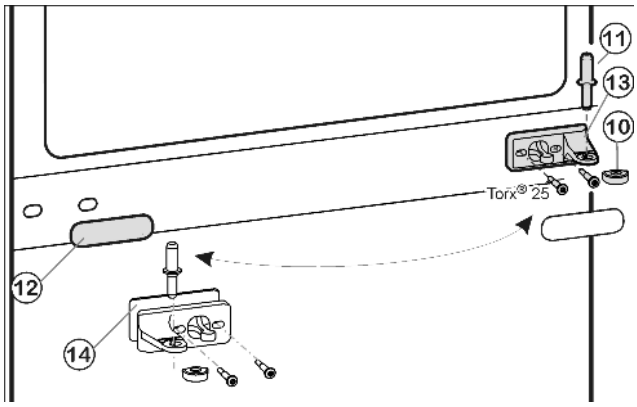

Fig. 9
▶ Вытащите из опорного кронштейна и нижней дверцы средний опорный палец *Fig. 9 (11)*.
▶ Снимите пластмассовый колпачок *Fig. 9 (10)*.
▶ Открутите средний опорный кронштейн *Fig. 9 (13)* (2 шт. Torx® 25).
▶ Осторожно снимите накладку *Fig. 9 (12)*.
▶ Прикрутите средний опорный кронштейн *Fig. 9 (13)* с подкладкой *Fig. 9 (14)* с поворотом на 180° на новую сторону шарнира **(с моментом 4 Нм)**.
▶ Защелкните накладку *Fig. 9 (12)*, повернув на 180°, на стороне, где теперь будет ручка.
- ▶ Снова наденьте пластмассовый колпачок *Fig. 9 (10)* на средний опорный кронштейн *Fig. 9 (13)*.
- ▶ Вставьте средний опорный палец *Fig. 9 (11)* на новой стороне шарнира через средний опорный кронштейн *Fig. 9 (13)* в нижнюю дверцу.